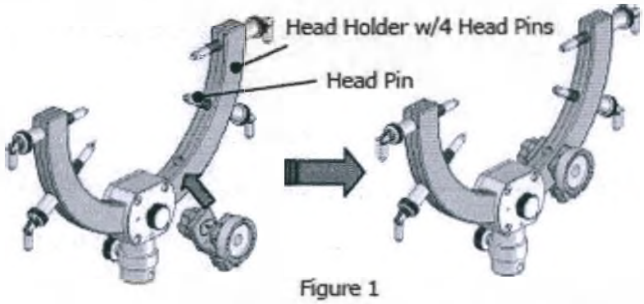

Figure 1
1) As shown in Figure 1, attach the Base (2) to fit tightly with the 07-951-00MM Head Holder or 07-951-11 Smart Fix C Holder.